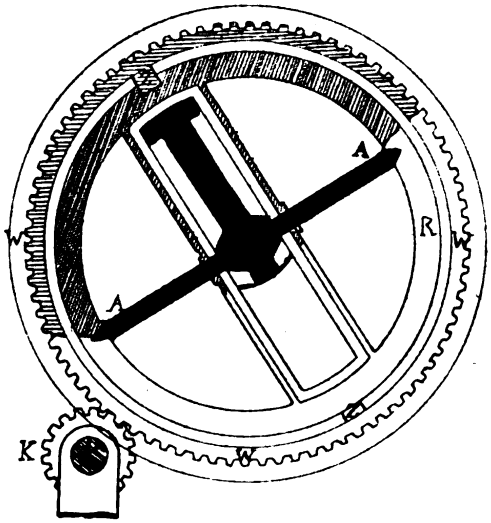

Abb. 2.
eine Drehung zu erteilen, um z. B. ein Schiff zu steuern (D. R. P. 264 456 und 289 448). Der Kreisel (Abb. 2) wird zu diesem Zweck wieder in einen Rahmen (RR) eingelagert, der um zwei Zapfen schwingen kann, deren gedachte Verbindungslinie (ZZ) senkrecht auf der Kreiselachse (AA) steht. Die Zapfen lagern in einem Ringe (WW), dessen Außenwand gezahnt ist und der auf kreisförmiger Schiene umgeführt werden kann. In die Zähne greifen die Zähne eines Zahnrades (K) ein, das von der Maschine des Schiffes nach beiden Seiten hin gedreht werden kann. Solange nun der Kreisel keine Umdrehungen ausführt, wird eine Drehung des Zahnrades K bewirken, daß sich der Kreisel mitsamt den beiden Ringen in der entgegengesetzten Richtung dreht. Sowie aber der Kreisel eine genügend hohe Tourenzahl, etwa 1000 in der Minute, erreicht hat, ist er es, der seine Richtung im Steuern nicht ändert. Er bleibt in der